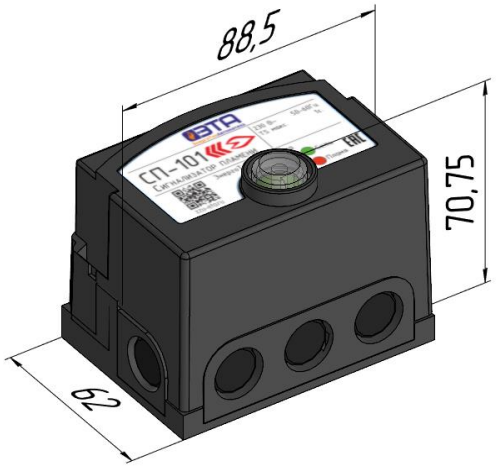

Рис.1. Внешний вид и габаритные размеры сигнализатора СП-101.
4.1. Сигнализатор СП-101 (рис.1) состоит из пластикового корпуса, кабельного ввода PG11 и платы с электронной схемой.